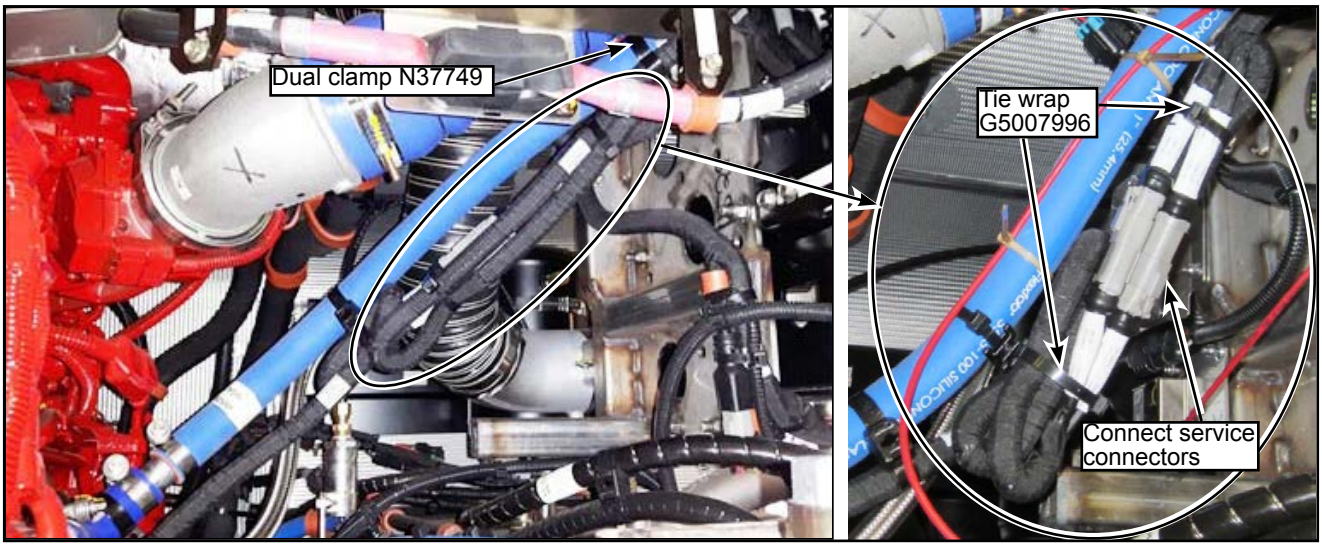

Figure 12 - Secure the Excess Length of the Wire Kit
1.13. Continue along the blue air line, install a dual clamp N37749 and connect the service connectors. Secure the excess length of the wire kit onto the existing wire kit with two tie wraps G5007996 (see Figure 12).